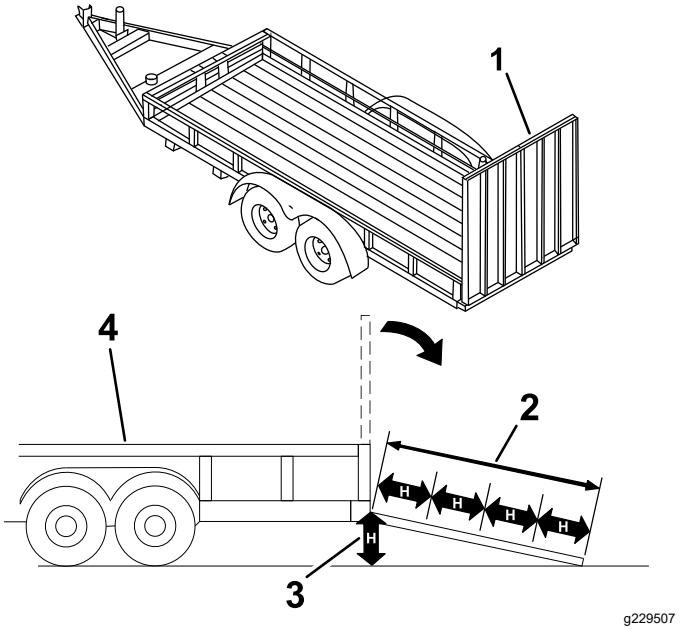

Bild 28
Das Laden einer Maschine auf einen Anhänger oder einen Lastwagen erhöht die Umkippgefahr und könnte schwere oder tödliche Verletzungen verursachen (Bild 28).
3. Die Rampe absenken (Bild 28).